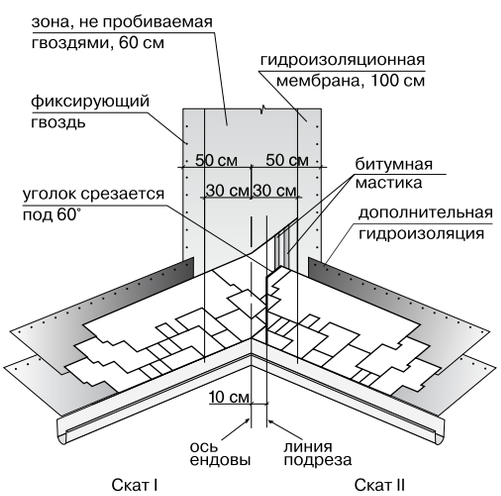

Рис. 3
Ендова *(рис. 3)*
- лист, подходящий к ендове со ската II, должен доходить до линии подрезки и обрезаться по ней. Верхний уголок обрезанного края листа подрезается под углом 60° (5 × 3 см — рис. 3);